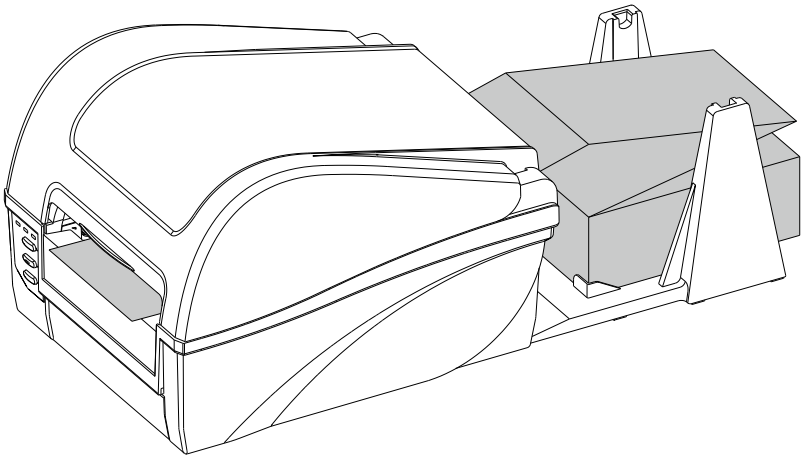

Figure 2-25 Fanfold Label Loaded
5. Press the Printhead Module downward until you hear a "click", which indicates the module have locked into place, then close the top cover. See Figure 2-25.